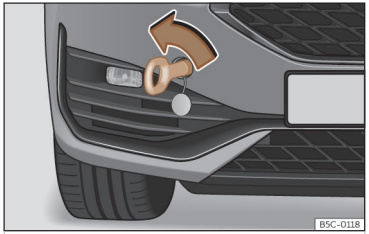

Abb. 208 Vorderer Stoßfänger rechts: Eingeschraubte Abschleppöse
- Drehen Sie die Abschleppöse **entgegen dem Uhrzeigersinn** so fest wie möglich in die Aufnahme ››› **(Abb. 208)** , ››› ⓘ. Verwenden Sie ein geeignetes Hilfsmittel, um die Abschleppöse festzuziehen.